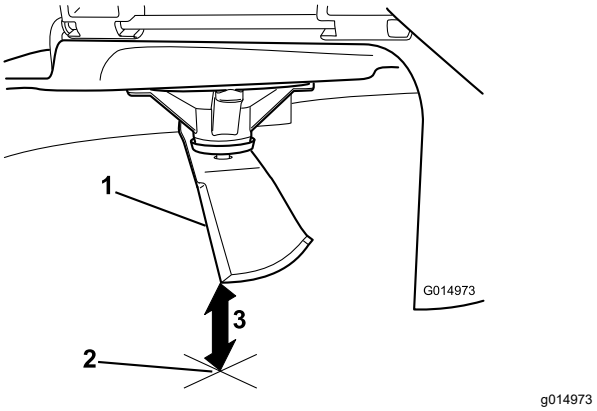

Figuur 75
5. Meet de afstand tussen het uiteinde van het mes en de vlakke ondergrond (Figuur 75).